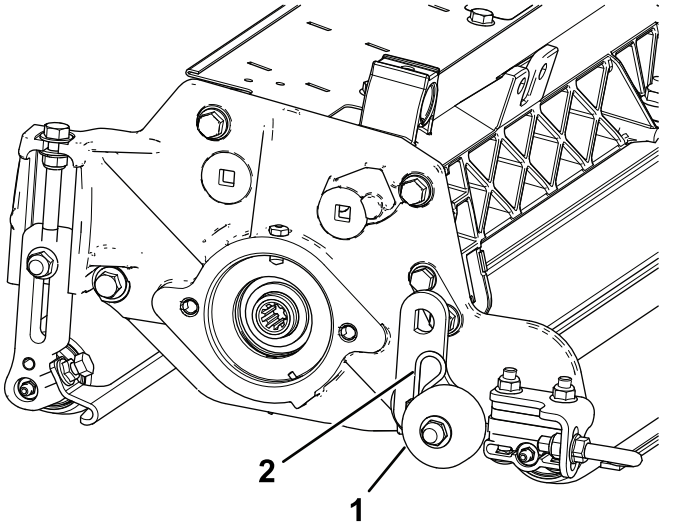

Figur 4
2. Fäst ett transportrullfäste på varje sidoplåtstapp med en saxpinne (Figur 4).